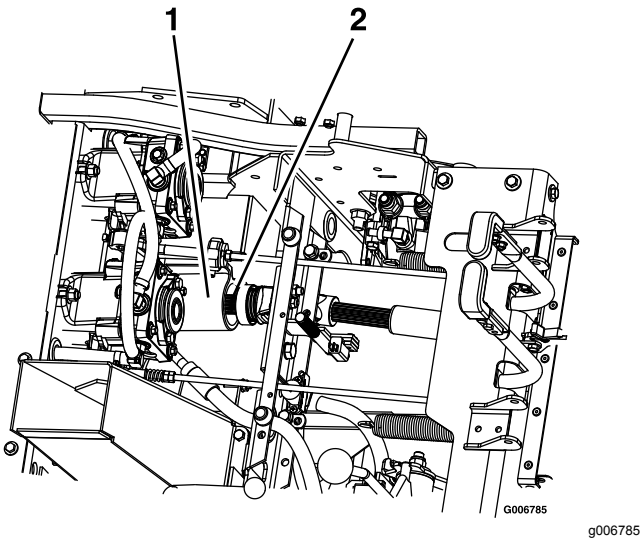

Figuur 81
9. Ontgrendel de stoel en koppel de aandrijfas los met de snelkoppeling bij de omloopas (Figuur 81). Zie Bestuurdersstoel ontgrendelen (bladz. 19).
5. Monteer de aandrijfas op de omloopas (Figuur 81).